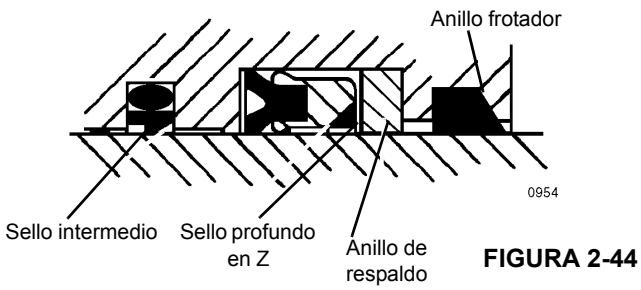

FIGURA 2-44
5. Instale el anillo frotador, el anillo de respaldo, el sello profundo en Z de varilla, el conjunto del sello intermedio y los anillos de desgaste en el interior de la cabeza del cilindro (Figura 2-44).